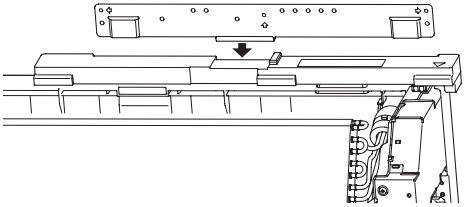

Fig. 5
3) Placez le crochet central du gabarit d'installation ② sur la partie centrale dentelée de l'entretoise. (Fig. 5)